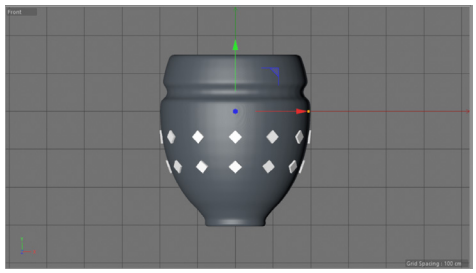

Figure 3-89 *Cloner.1 placed on vase*
9. Choose the **Transform** button and enter **-145** in the **P. Y** spinner. Also, enter **-20** in the **R. P** spinner; *Cloner.1* is placed on *vase,* as shown in Figure 3-89.